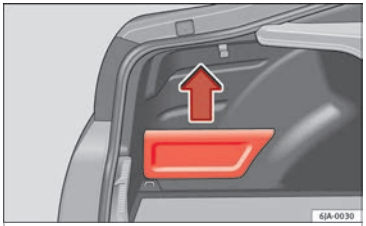

Fig. 77 Luggage compartment: storage compartment
– Hold onto the top of the lid and pull it out in the direction indicated by the arrow ››› Fig. 77.